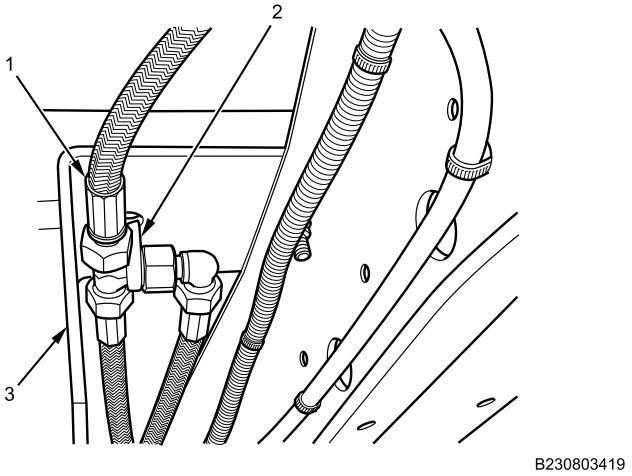

Figure 2. Air Brake Quick Release Valve Mounting Bracket.
3. Cut cable lock strap (Figure 2, Item 2) from Fire Suppression System (FSS) manifold (Figure 2, Item 1) and air brake valve mounting bracket (Figure 2, Item 3). Discard cable lock strap (Figure 2, Item 2).